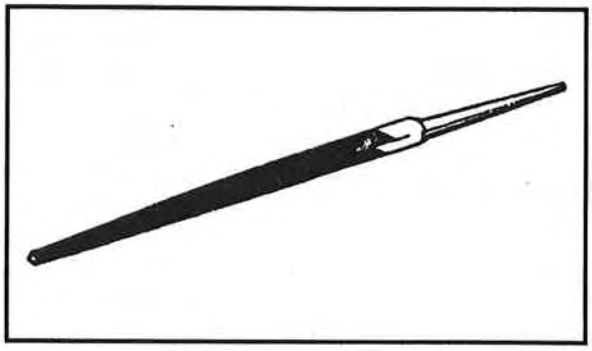

Figure 3-52. Square file
- Square files—mainly used for filing slots and key seats and for filing surfaces (Figure 3-52). They may be either tapered or blunt and are double-cut.